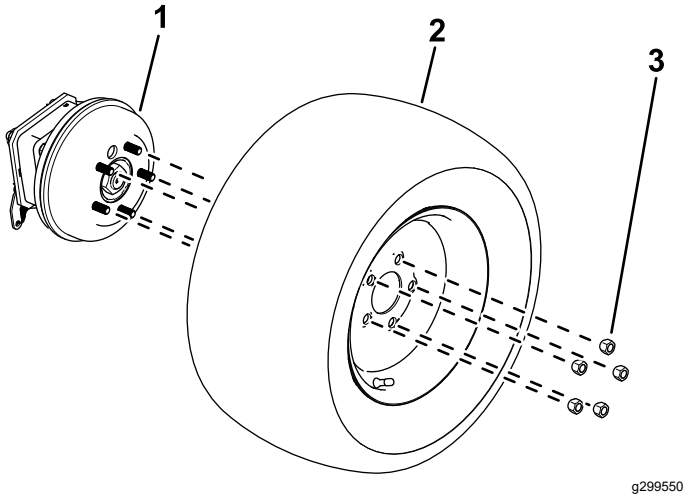

**Figura 11**
2. Allentate e rimuovete i dadi delle ruote (Figura 11).
3. Rimuovete le ruote dai mozzi (Figura 11).
1. Utilizzate i dadi ruota rimossi in precedenza per fissare gli pneumatici ai mozzi delle ruote (Figura 11).